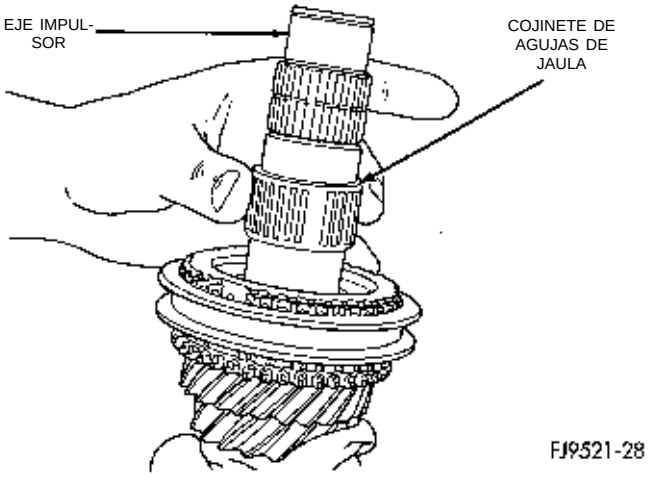

Fig. 86 Desmontaje del cojinete de agujas de jaula
(8) Retire el cojinete de agujas de jaula de 4ta velocidad (Fig. 86). Verifique si el cojinete de agujas de jaula tuviera el muelle de retención roto.